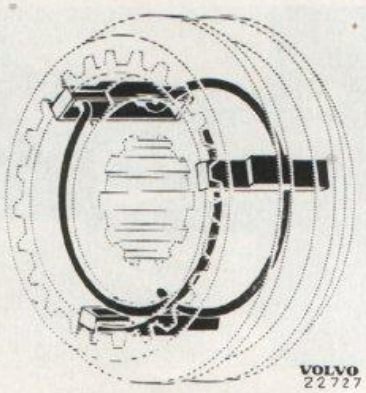
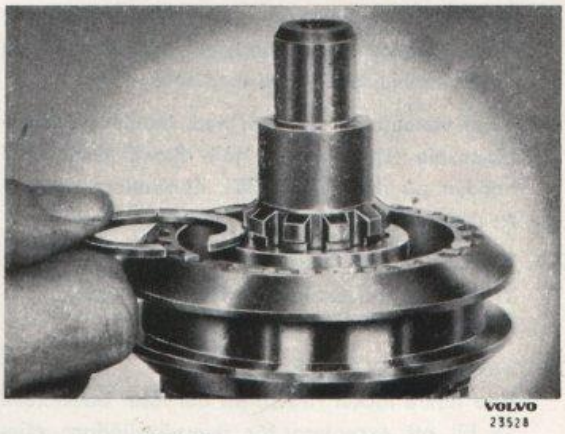

Bild 3-23. Hopsättning av synkronisering
Bild 3-26. Utprovning av låsring
3. Montera detaljerna för 1:ans och 2:ans synkronisering på huvudaxeln. Montera fjäderringarna rätt, se bild 3-23.
Montera fjäderringarna rätt, se bild 3-23. Montera därefter synkroniseringen på huvudaxeln. Prova ut en låsring av rätt tjocklek, se bild 3-26 och montera den.